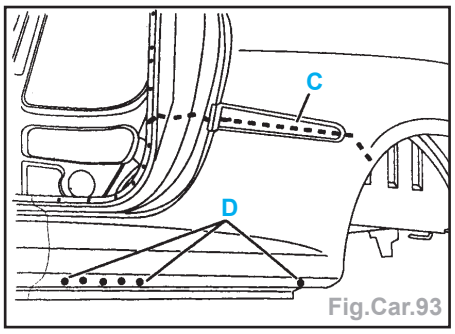

Fig.Car.93
- par points bouchons au MIG (suivant **D**) et meuler (Fig.Car.93),